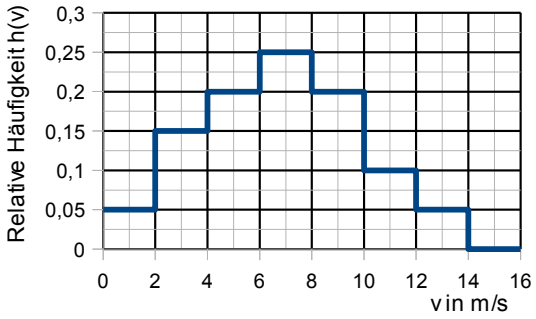

Bild 3
3.2.4 Die Windkraftanlage soll an einem Standort mit einer Windverteilung wie in Bild 3 aufgestellt werden. Ermitteln Sie den Jahresertrag in GWh. 3